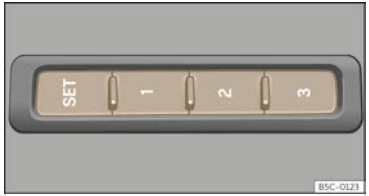

Fig. 104 On the outer side of the driver's seat: memory buttons.
- Press SET for longer than 1 second >>> Fig. 104.